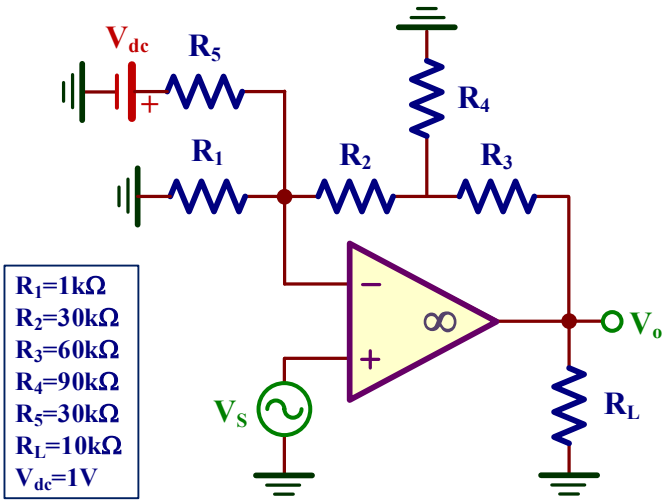

Figura II.3. *Amplificador no inversor.*
D) En la figura II.3 se presenta el esquema de un amplificador que tiene dos tipos de señales de entrada: Alterna (V_S) y continua (V_{dc}). Editar el esquemático con LTspice y obtener mediante simulación la ganancia del amplificador $A_V=V_O/V_S$ y la tensión offset (DC) de salida.